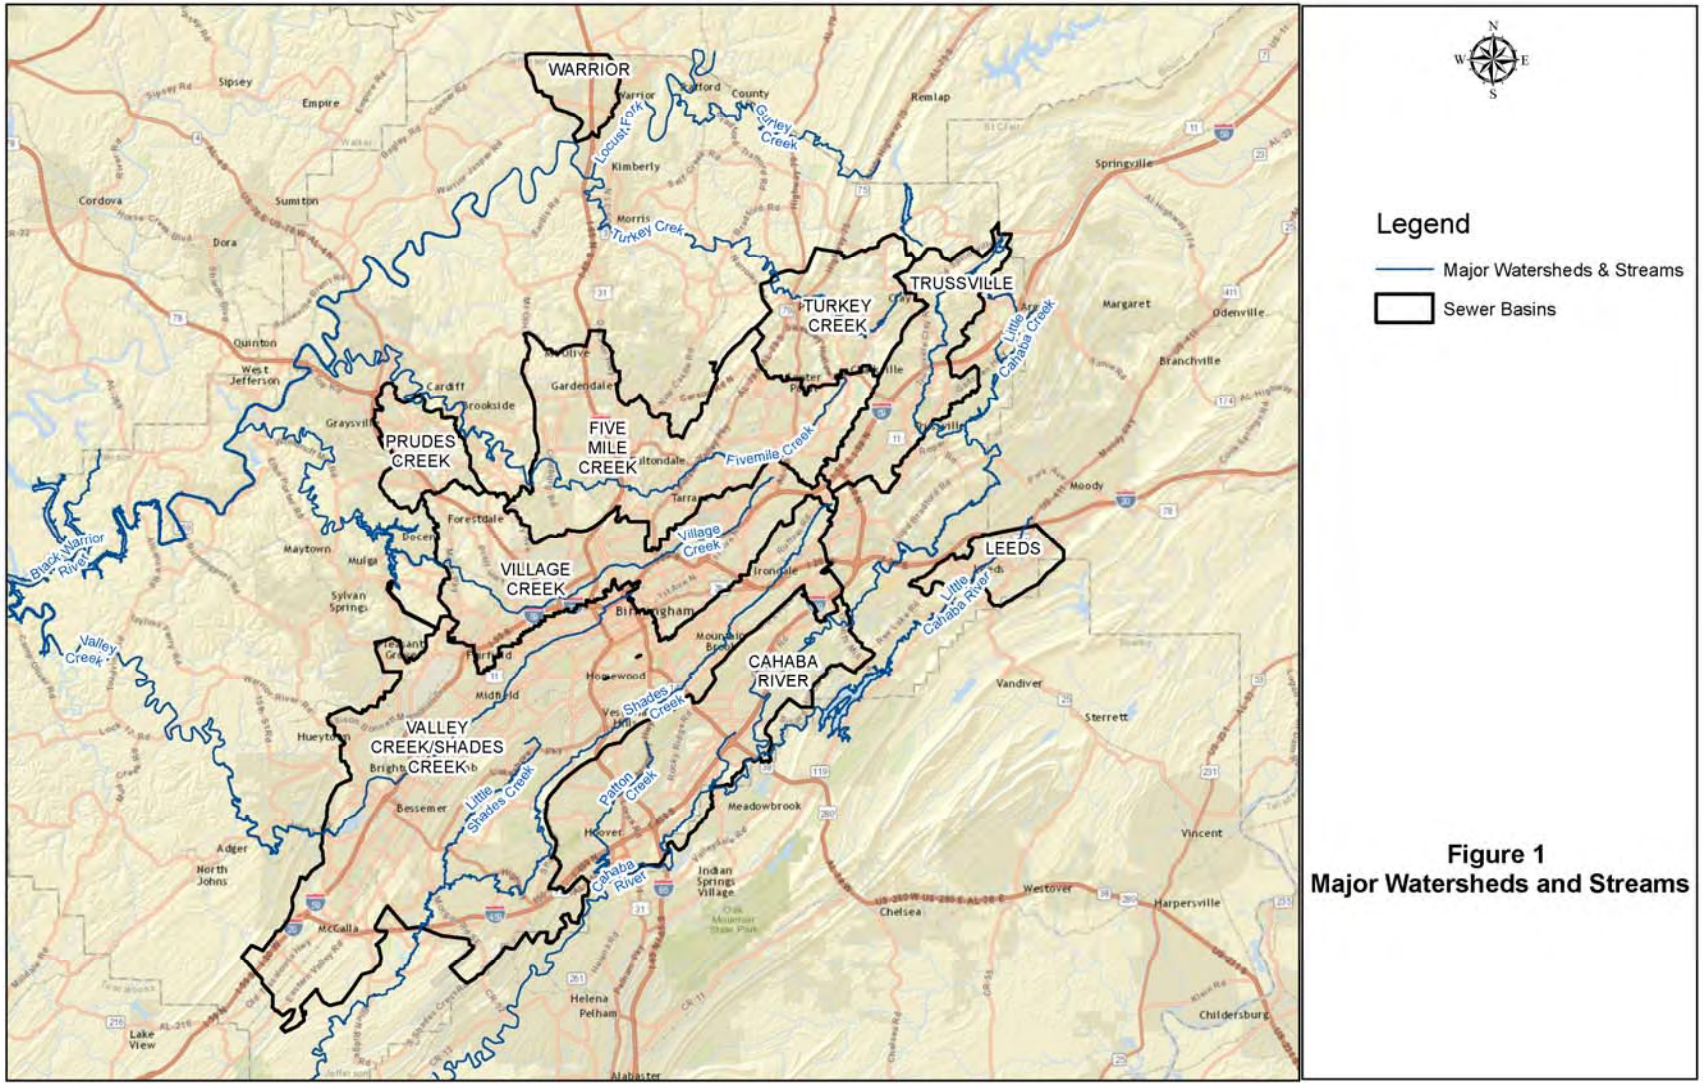

**Figure 1. Major Watershed and Streams in Jefferson County**
**Figure 1** on the following page shows the major watersheds and streams within Jefferson County.